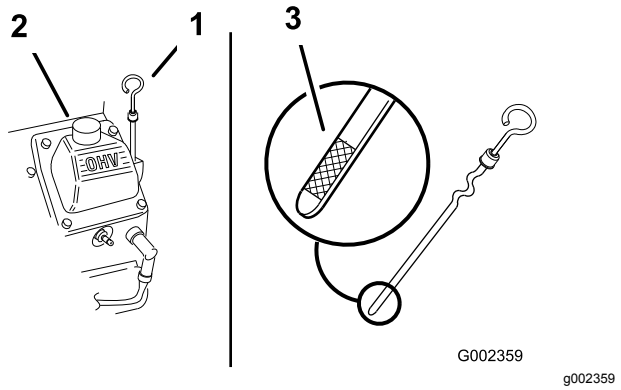

Figuur 45
2. Maak de omgeving van de peilstok schoon (Figuur 45), zodat er geen vuil in de vulopening kan komen, waardoor schade aan de motor kan ontstaan.
3. Verwijder de peilstok uit de buis en veeg deze schoon. Schuif daarna de peilstok weer helemaal terug (Figuur 45).
Het oliepeil moet tussen de markeringen ‘F’ (vol-markering) en ‘L’ (laag-markering) op de peilstok staan (Figuur 45).
5. Als het oliepeil beneden de laag-markering 'L' staat, verwijdert u de vuldop (Figuur 45) en vult u bij met de gespecificeerde olie totdat het oliepeil de vol-markering 'F' op de peilstok bereikt.